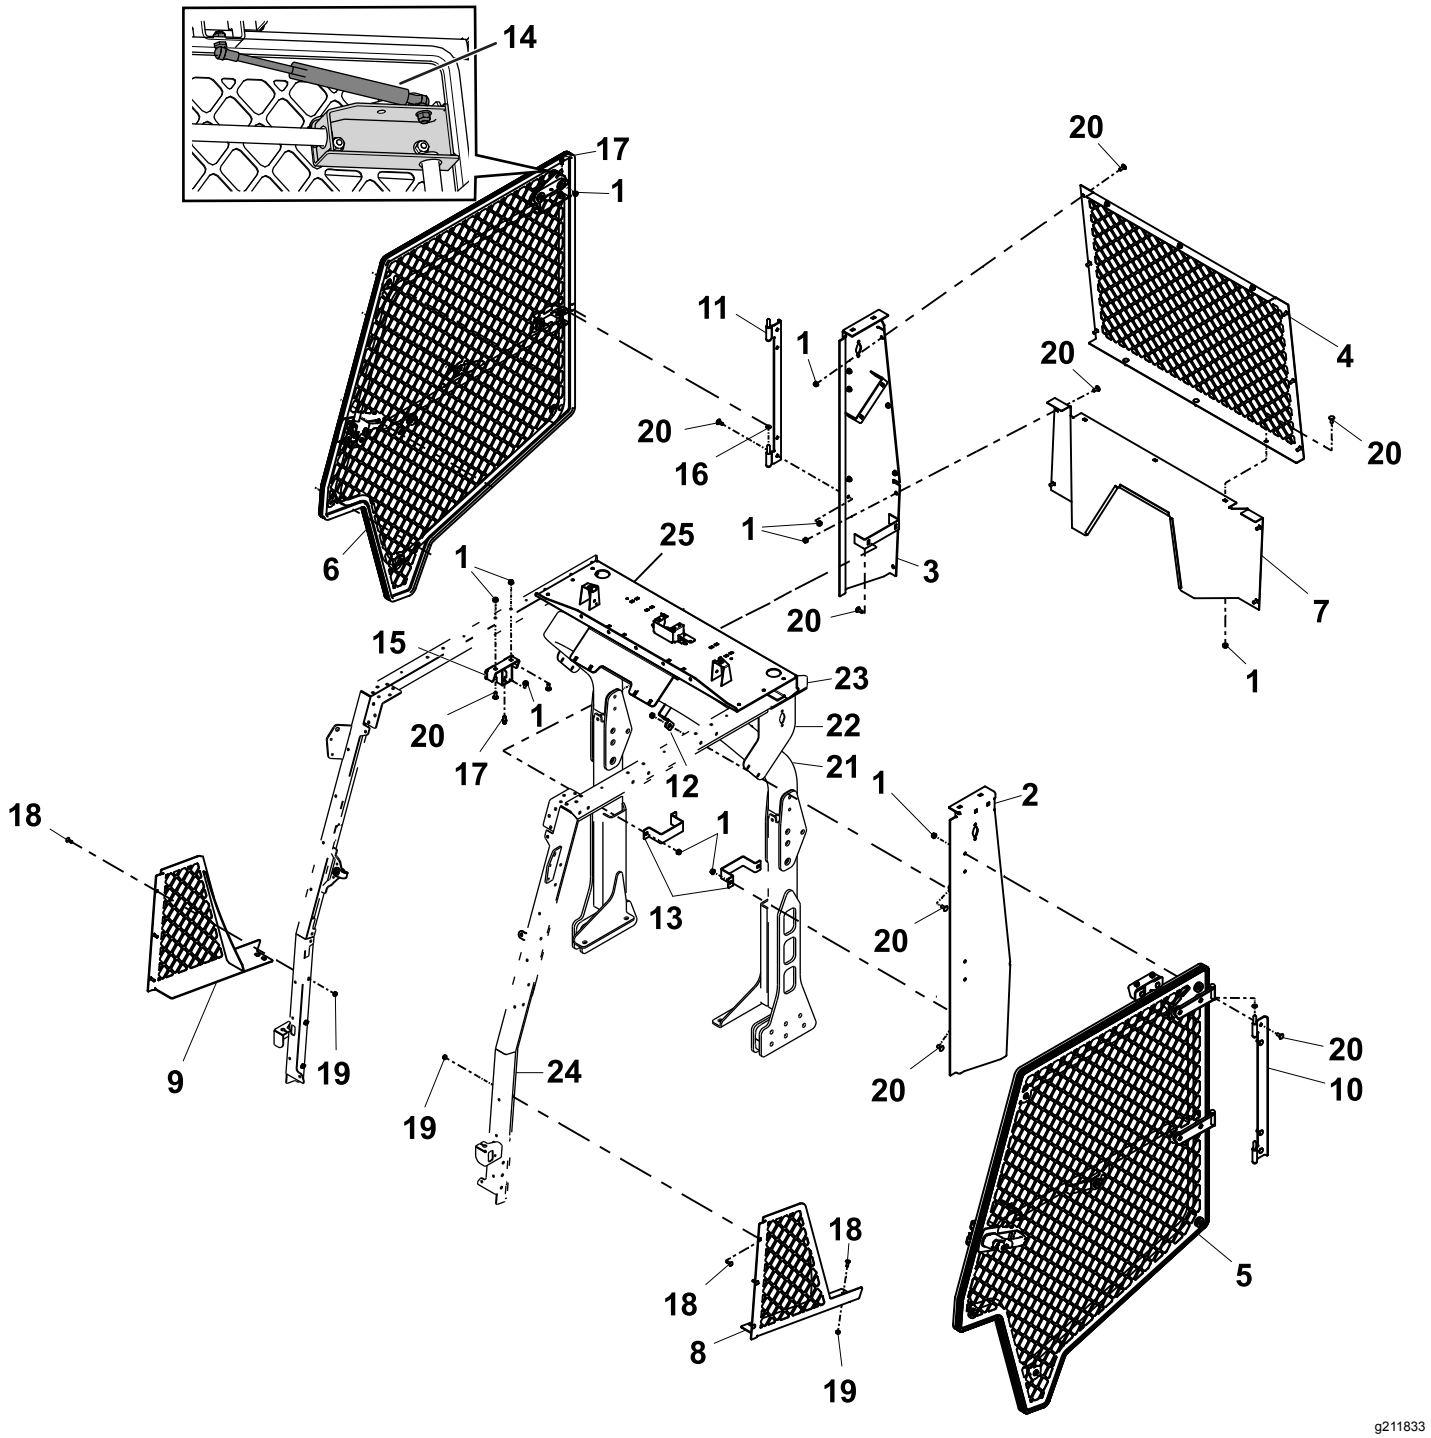

Bild 2
6. Wenn eine Überrollschutzverlängerung mit zwei Streben am Gerät montiert ist, entfernen Sie die Seitenplatten, die für die Befestigung der Lampen der Überrollschutzstrebe verwendet werden (Bild 2).
Beziehen Sie sich beim Durchführen der folgenden Schritte auf Bild 2.